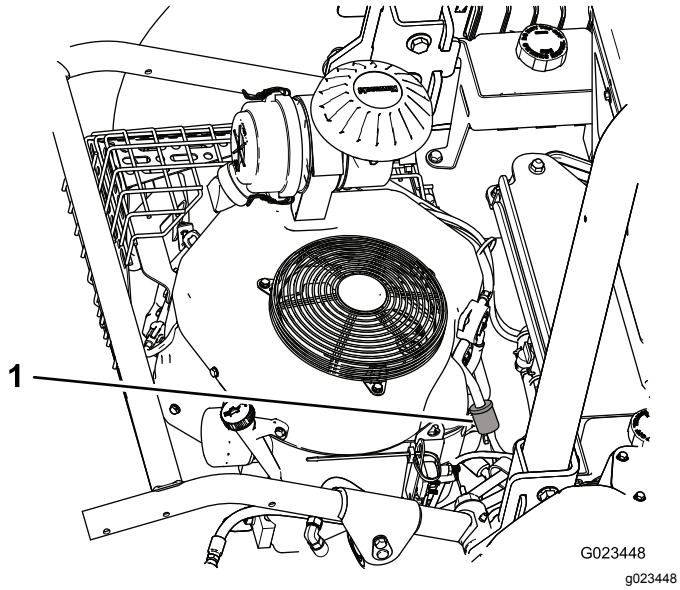
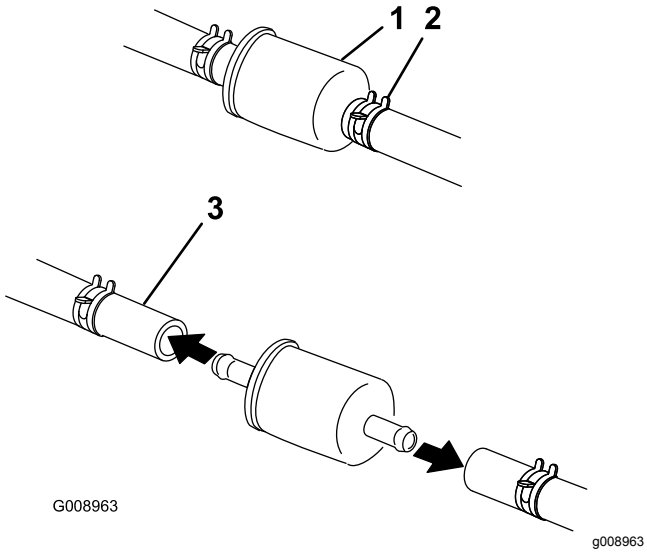

Figur 47
Figur 48
2. Løsne slangeklemmen på forgassersiden av filteret og fjern drivstoffledningen fra filteret (Figur 47 og Figur 48).